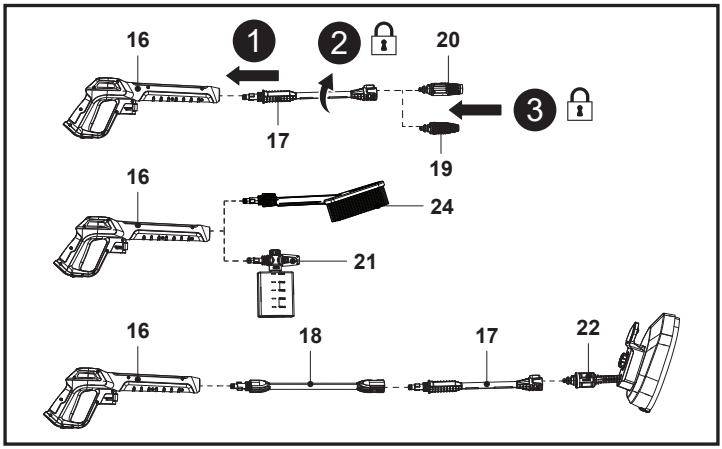

Fig. 5
1. Alinee e inserte la lanza de prolongación (17) en el orificio de la pistola pulverizadora (16) (Fig. 5, paso 1).
2. Presione y gire a mano la lanza de prolongación (17) hacia la derecha contra la pistola pulverizadora (16) hasta que quede fijada en su sitio (Fig. 5, paso 2).
3. Alinee las dos pestañas de la boquilla con las ranuras de la lanza de prolongación (17) y, a continuación, inserte la boquilla turbo (19) o la boquilla variable (20) hasta el final (Fig. 5, paso 3).
4. Alinee las dos pestañas de la boquilla de la botella de detergente (21) o el cepillo de lavado (24) con la pistola pulverizadora (16) y, a continuación, presione y gire a mano la boquilla de la botella de detergente (21) o el cepillo de lavado (24) hacia la derecha contra la pistola pulverizadora (16) hasta que queden fijados en su sitio.
5. Puede montar el cepillo de patio (22) en la lanza de prolongación (17) y, a continuación, montar la combinación directamente en la pistola pulverizadora (16) o con la barra de extensión (18).